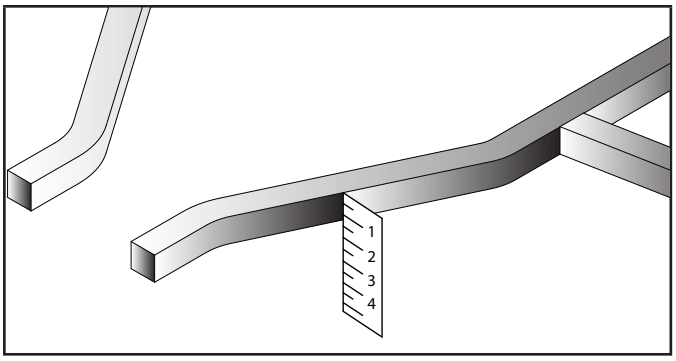

Figura 19 - Medición del marco
2. Mida el grosor del marco del tubo y placa protectora (si está instalada), vea la figura 19. Luego corte los espaciadores de goma provistos a ¼ in. (6.4 mm) mas largo que el grosor del marco de tubo.